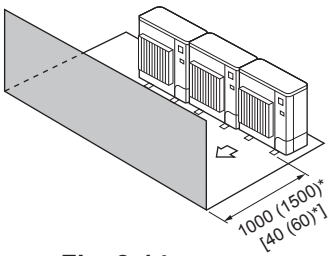

Fig. 2-14
③ Obstacles uniquement à l'avant (Fig. 2-14)